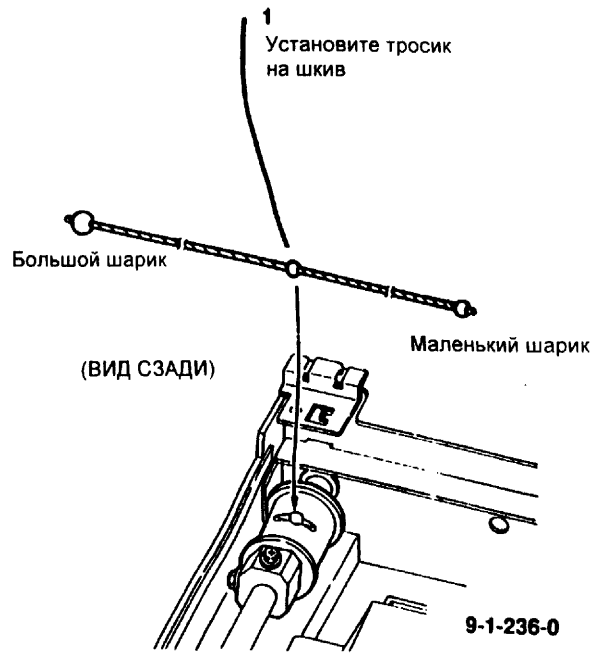

Рис. 5 Установка тросика
4. (Рис. 5) Установите тросик на шкив.